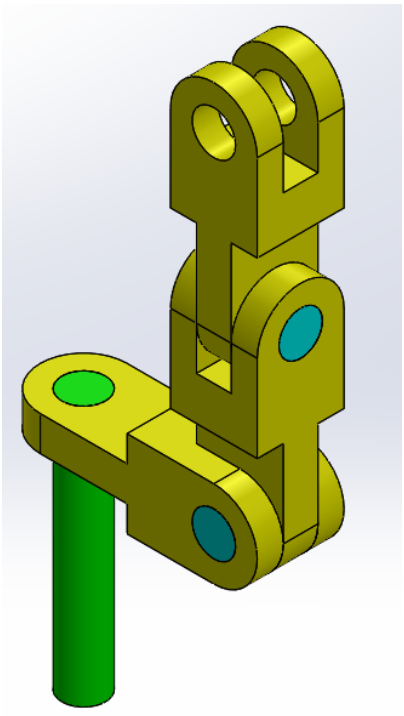

Figure 13 *The arrangement of parts after applying constraints*
2. Now apply the Concentric and Coincident constraints between the parts. The arrangement of parts after applying the constraints is shown in Figure 13.